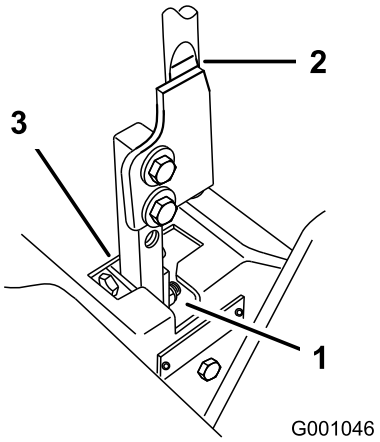

Figur 73
5. Flytta spaken till neutralläget, men lås inte fast den (Figur 73).
6. Dra spaken bakåt tills sprintbulten (på armen nedanför den vridbara axeln) kommer i kontakt med spårets ände (så att den precis börjar tryckbelasta fjädern) (Figur 73).
7. Kontrollera var rörelsereglaget står i relation till spåret i konsolen (Figur 73). Det ska vara centrerat så att reglaget kan vridas utåt mot det neutrala låsläget.